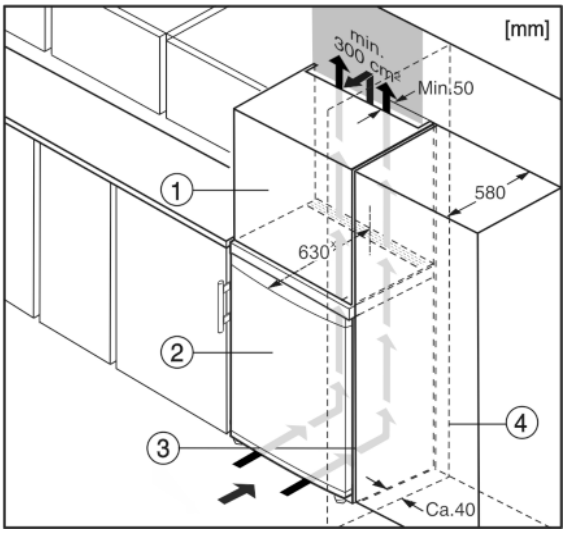

Fig. 5
The appliance can be built into kitchen units. A top cupboard *Fig. 5 (2)* can be added above the appliance in order to bring the appliance *Fig. 5 (1)* up to the height of the fitted kitchen units.
When installing with kitchen units (max. depth 580 mm), the appliance can be positioned directly next to the kitchen cabinet *Fig. 5 (3)*. The appliance will project by 34 mm [x] at the sides and 50 mm [x] in the centre of the appliance in relation to the kitchen cabinet front.
If the appliance is installed with the hinges next to a wall *Fig. 5 (4)*, the distance between appliance and wall has to be at least 40 mm. This corresponds to the projection of the handle when the door is open.